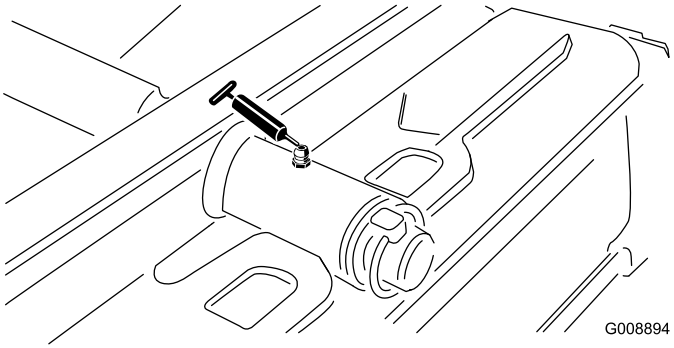

Figur 30
- Bageste klippeenheds drejetap (Figur 30)